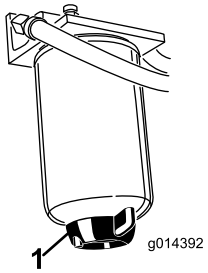

Figur 47
Tøm vandudskilleren for vand og andre urenheder (Figur 47) dagligt. Udskift filterdåsen for hver 400 driftstimer.
2. Løsn aftapningsproppen i bunden af filterdåsen (Figur 47).